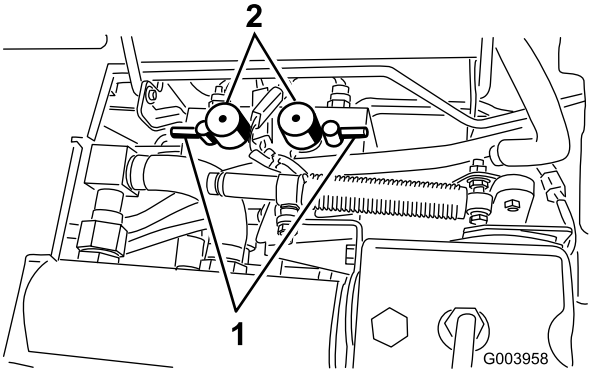

Figur 85
5. Ställ båda hastighetsreglagen för cylindrarna i läge 1 (Figur 85).
6. Välj den främre, bakre eller bägge slipningsspakarna för att bestämma vilka enheter som ska slipas (Figur 85).